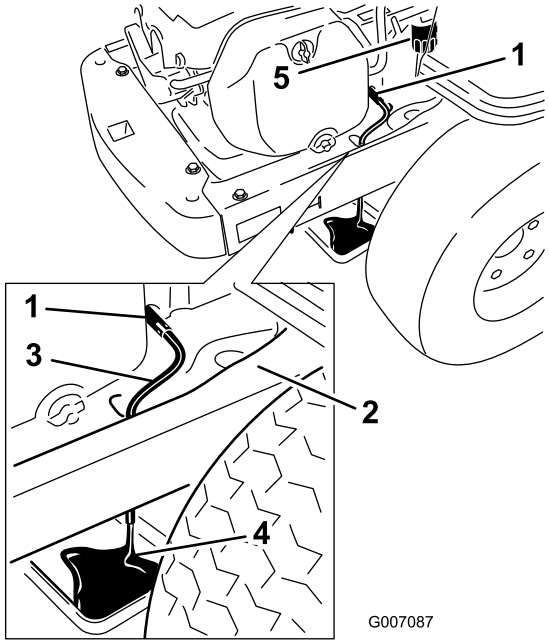

Figuur 38
7. Plaats een opvangbak onder de machine, recht onder de aftapslang (Figuur 38).
8. Draai de aftapkraan een 1/4 slag naar links om deze te openen en de olie weg te laten lopen (Figuur 38).
11. Verwijder het oude filter en veeg het montagetussenstuk schoon (Figuur 38).
13. Verwijder de olieaftapslang en veeg overtollige olie van het frame (Figuur 38).